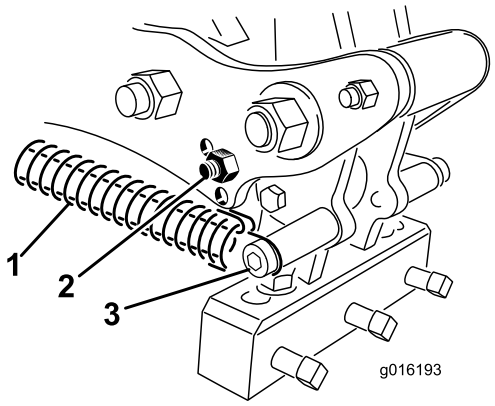

Figur 36
3. Frigör fjäderspänningen till luftarpinnshuvudet (Figur 36).
4. Ta bort stötdämparskruven och stötdämparen från länkarmen och sätt i dem i det andra justeringshålet (Figur 36).